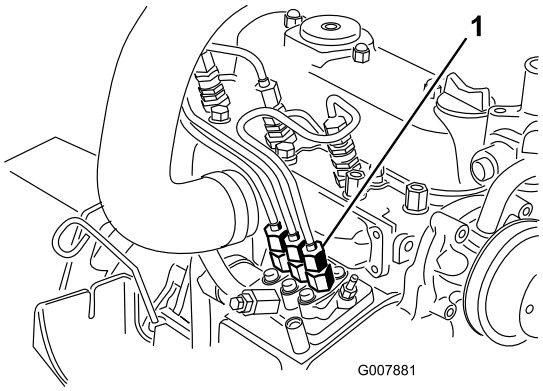

Figur 41
1. Placer en klud under rørforbindelsen, der kommer fra indsprøjtningspumpen til indsprøjtningsdyse nr. 1 som illustreret i Figur 41.